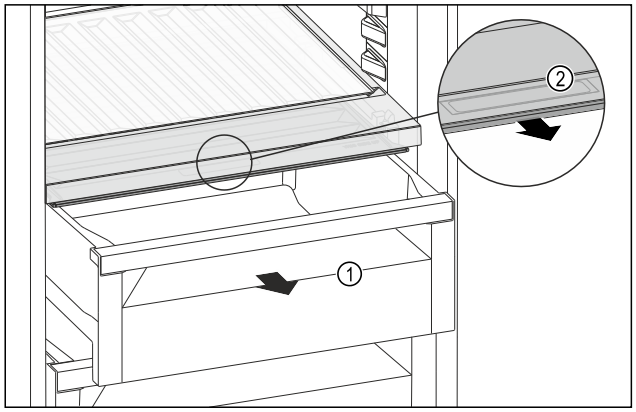

Fig. 108
▶ Extrageți sertarul *Fig. 108 (1)*.
▶ Prindeți mânerul încastrat *Fig. 108 (2)* de la capacul compartimentului și trageți concomitent capacul compartimentului spre partea frontală.